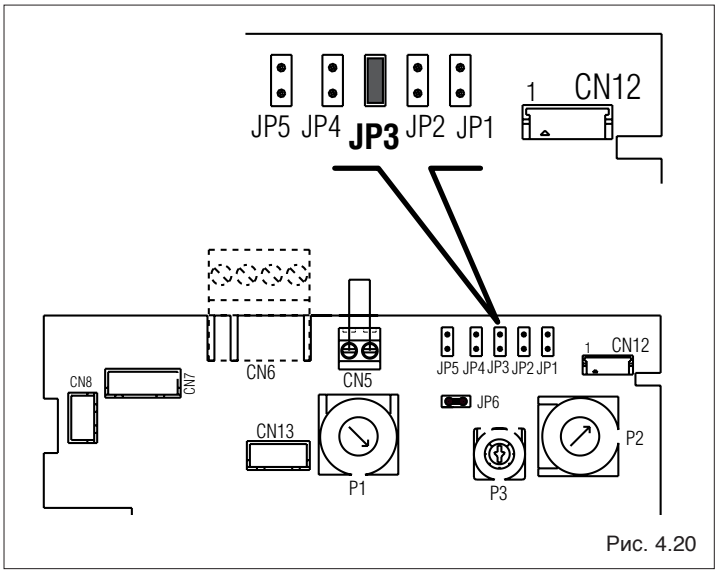

Рис. 4.20
- Отвинтите форсунки (A) горелки и замените их на другие, для газа G31, входящие в комплект поставки. Установите также алюминиевые прокладки.
- Откройте доступ к плате котла (смотри главу "Электрическое подключение") и установите перемычку JP3 (Рис. 4.20)